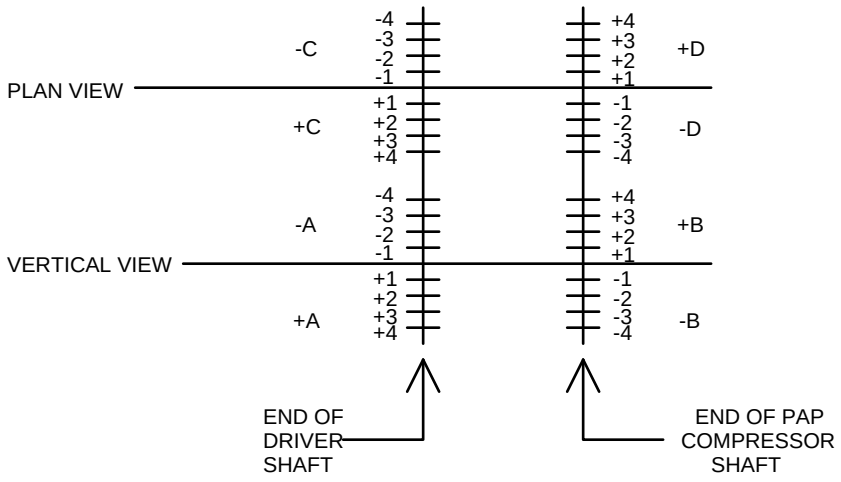

FIGURE 2-12
11. Plot the points calculated in Step 10 on the shaft alignment map in accordance with the example shown in FIGURE 2-12. Then, starting at point "B" on the alignment map, draw a straight line through point "A" and continue the straight line to the outboard end of the driver. Likewise, starting at point "D" on the alignment map, draw a straight line through point "C" and continue the straight line to the outboard end of the driver.
6. Plot the values calculated in Step 5 above. Refer to FIGURE 2-12.